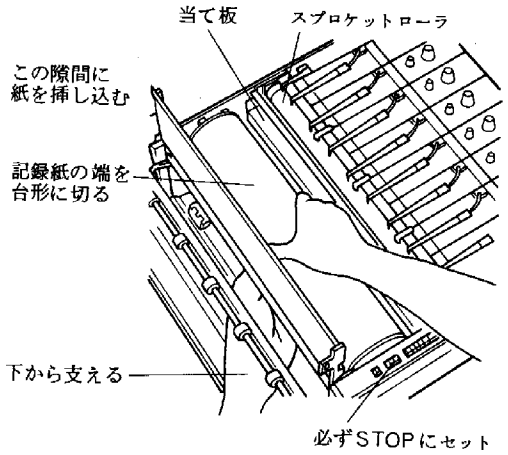

図２－２　ロール紙の装着
④　図２－２のように，歯車を右側にして，片手をそえて記録紙を装着します。